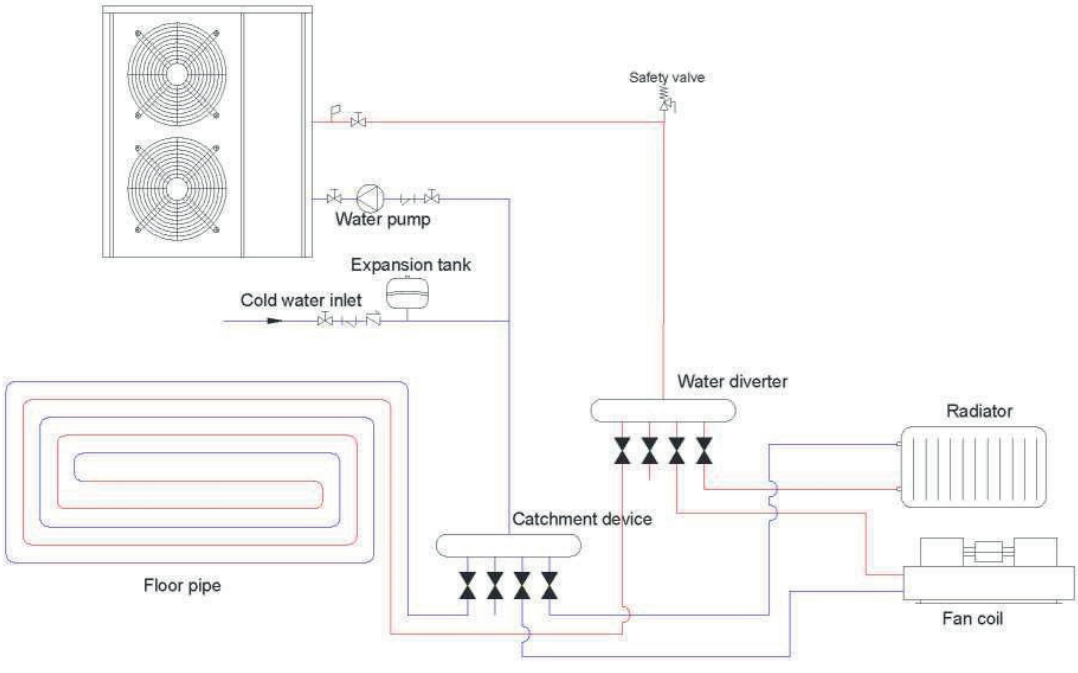

Rysunek 10
1) Schemat instalacji systemu - patrz rys. 10.